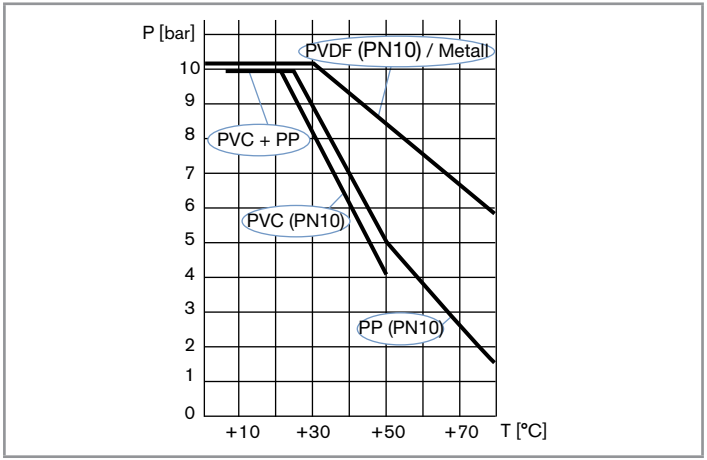
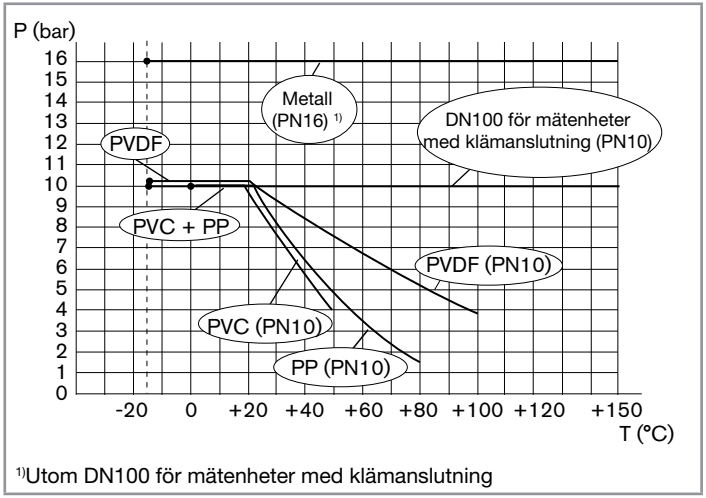

Bild 5: Mediumtryck-temperaturberoende för 8041 med en flödessensorhållare i PVDF, införd i ett S020-skruvförband i metall, PVDF, PVC eller PP
Bild 6: Mediumtryck-temperaturberoende för 8041 med en flödessensorhållare i rostfritt stål, införd i ett S020-skruvförband i metall, PVDF, PVC eller PP
Mediumtemperatur	Mediumtemperaturen kan begränsas av mediumtrycket och materialet i det S020-skruvförband som används (se Bild 5 och Bild 6)
Mediumtryck	Mediumtrycket kan begränsas av mediumtemperaturen, materialet i den S020-skruvförband som används och DN för den S020-skruvförband som används (se Bild 5 och Bild 6).
- Observera mediumtemperatur/tryckberoende beroende på typen av material i det använda skruvförbandet (se Bild 5 och Bild 6).